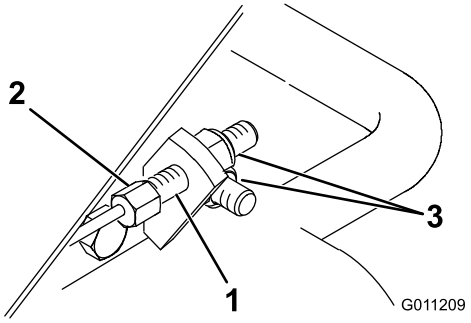

Figur 48
1. Stram kabelen ved å feste kabelendesekskanten med en skrunøkkel som er åpen i endene, og skru mutteren på kabelenden med en annen skrunøkkel (Figur 48).